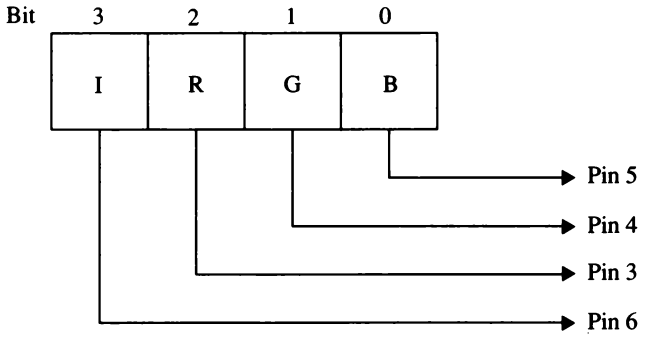

Figura 27. *Attributi e segnali guida del colore del monitor del CGA. Il numero dei pin si riferisce al connettore a 9 pin del CGA.*
I colori disponibili sono semplici combinazioni dei colori primari rosso, verde e blu. Ogni bit di ogni semi-byte del byte di attributo corrisponde ad un segnale che il CGA fornisce al monitor (vedere Figura 27). I tre bit meno significativi di ogni semi-byte corrispondono ai segnali di rosso (R), verde (G) e blu (B). Le otto possibili combinazioni producono una gamma di colori comprendenti il rosso, il verde, il blu e i loro colori intermedi (vedere Figura 28).